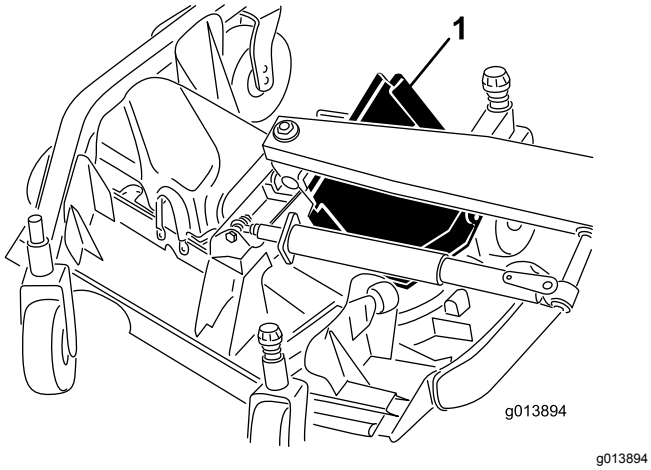

**Figur 85**
6. Lyft upp framkanten och ta bort den genom att föra den mellan lyftarmen och valsen (Figur 85).